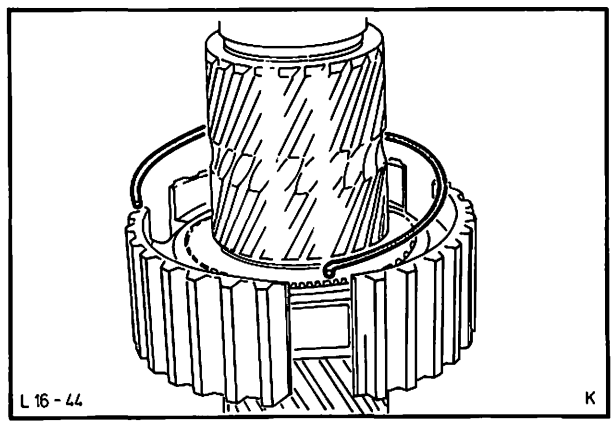

Abb. 57 Synchronfeder montieren
26. Hintere Synchronfeder in die Synchronnabe 1./2. Gang einsetzen, Abb. 57.